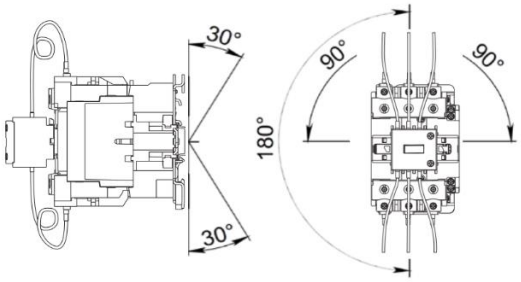

Рисунок 4. Рабочее положение контактора
2.1.3 Рабочее положение без ухудшения номинальных характеристик - вертикальная плоскость допускается в обе стороны до 30º (рисунок 4)